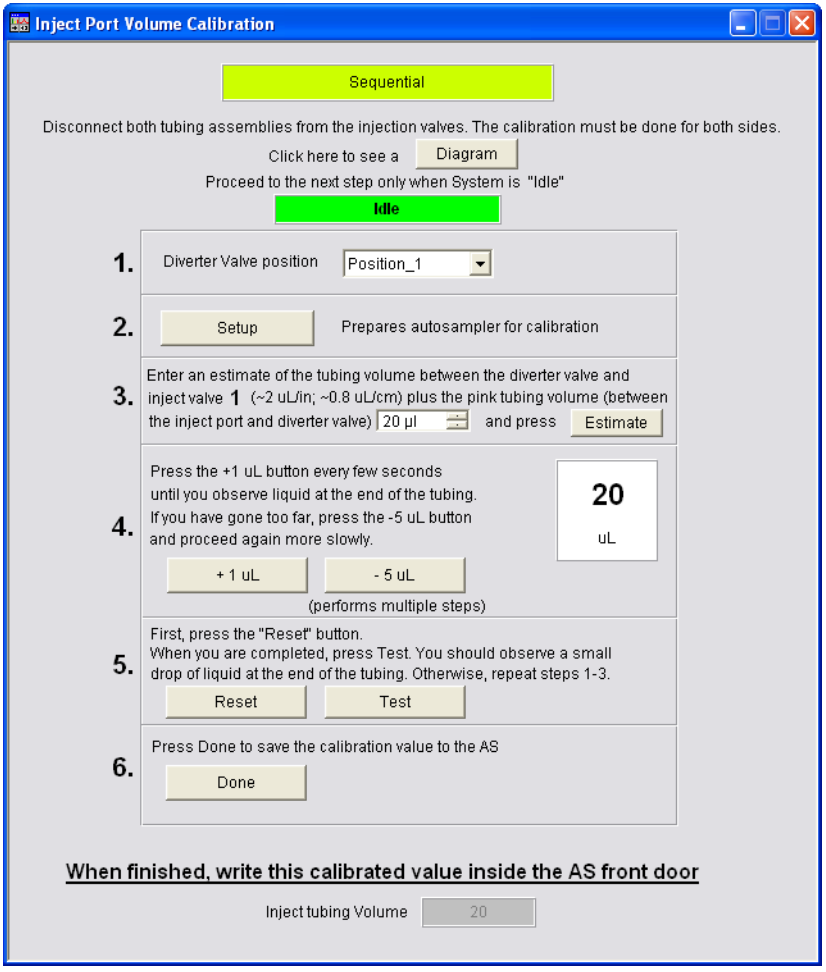

Figure 5-28. Chromeleon Inject Port Volume Calibration Panel: Sequential Mode
- If the AS is in sequential mode, refer to the instructions on the panel (see Figure 5-28) and to the notes on page 159 to complete the calibration procedure.